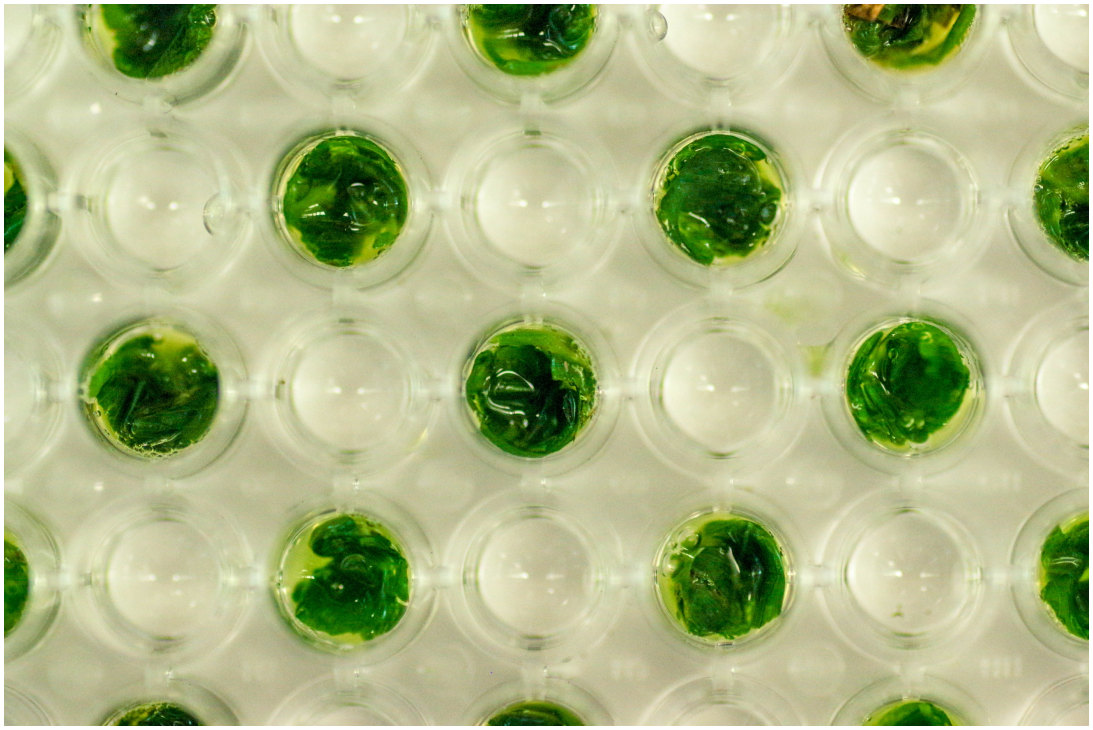

Figure 2: Sufficiently macerated tissue displaying a green hue to the water and/or the presence of bubbles.
5) Using 200 µL pipette tips, macerate the tissue in the wells until well blended. The water will turn green and bubbles will form indicating the tissue is properly macerated (see fig. 2).